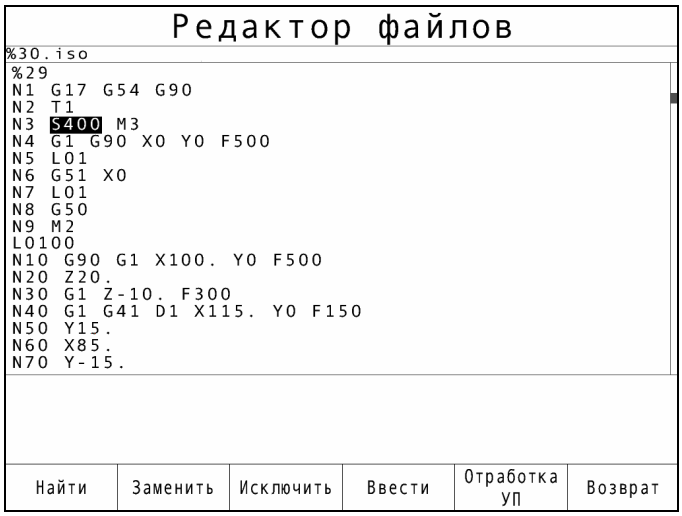

Рис. 5.1
1) при нажатии клавиши F4 ("Редактировать файл") во вводе-выводе файлов (на экране индицируется информация рис. 5.1);